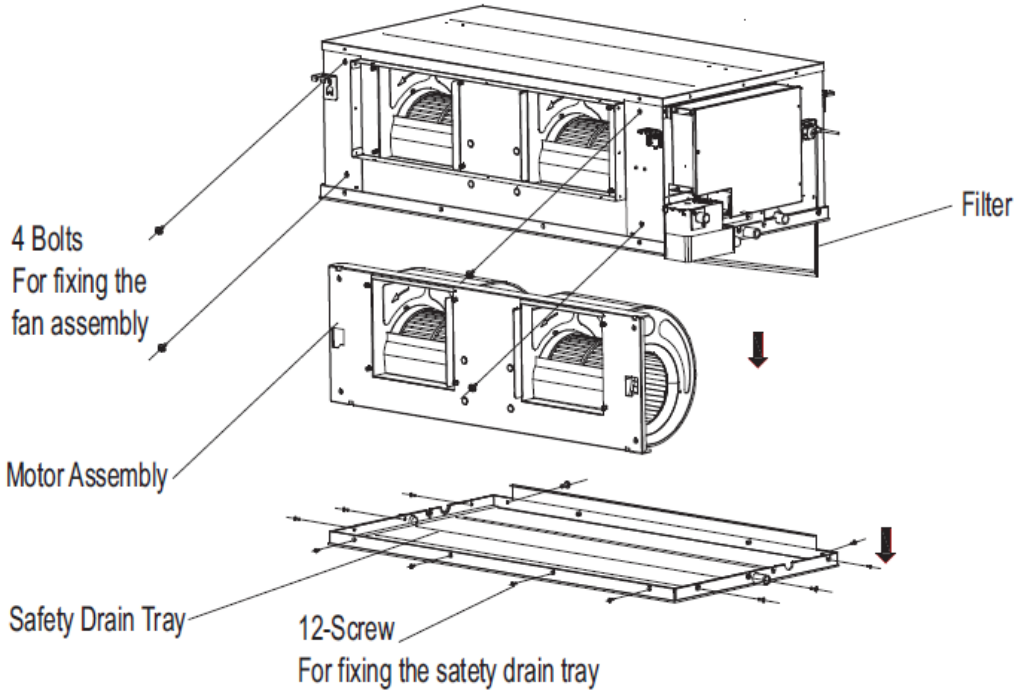

Fig. 32 —Fan Disassembly 036-054
1. Remove all 12 screws from the Safety Drain Tray, and remove the safety drain tray as shown in Fig. 32.